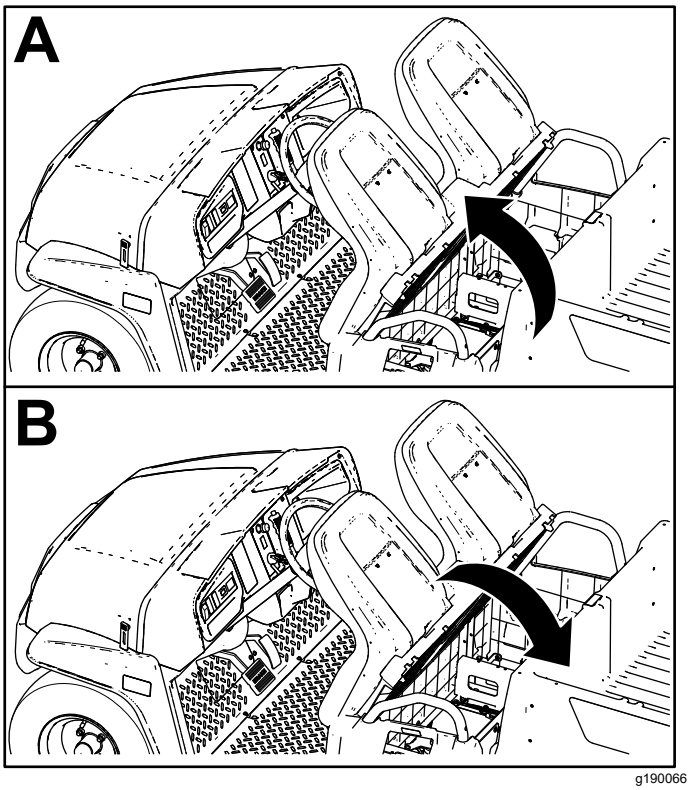

Figur 26
For å heve seteenheten skyver du setet fremover til det hviler på rattet (Figur 26).
For å senke setet skyver du setet bakover til det sitter tilbake i opprinnelig posisjon (Figur 26).
1. Skyv seteenheten forover til hevet stilling (Figur 26).